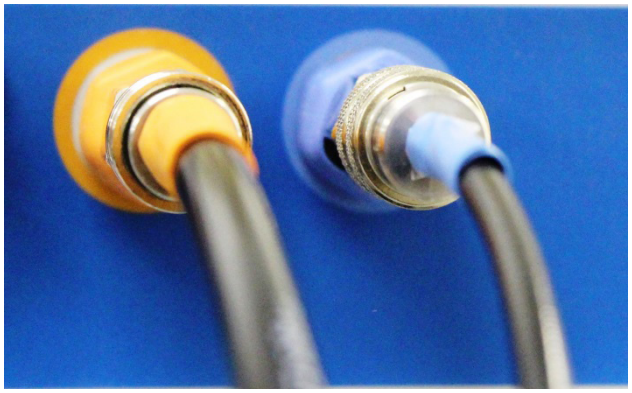

Figura 13: Conectoare pneumatice cu cod de culoare
3. Introduceți conexiunile corespunzătoare în conectoarele pneumatice, conform indicațiilor din Figura 13 de mai jos. Inelul glisant va trebui să fie împins manual pe conectorul portocaliu.